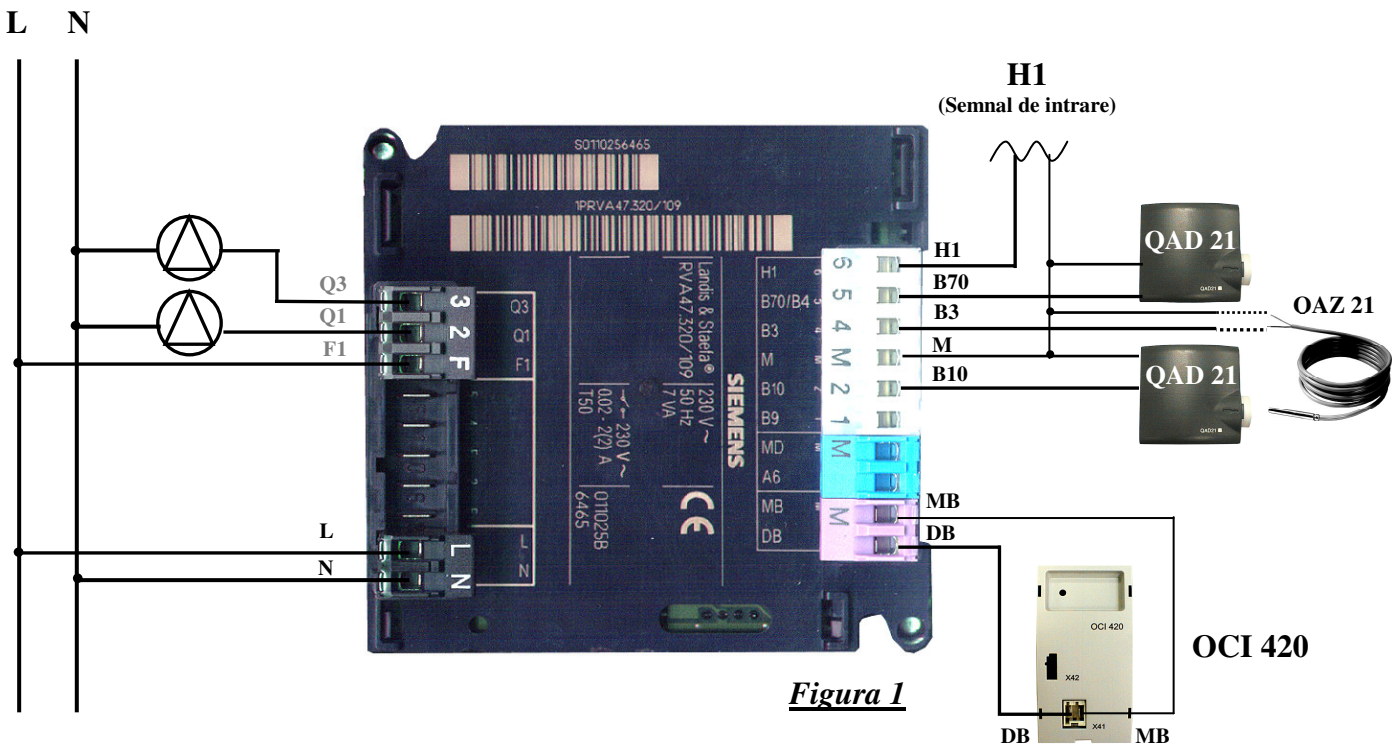

Figura 1
- Fixati conectorii la terminale potrivite din partea din spate a regulatorului (figura 1)